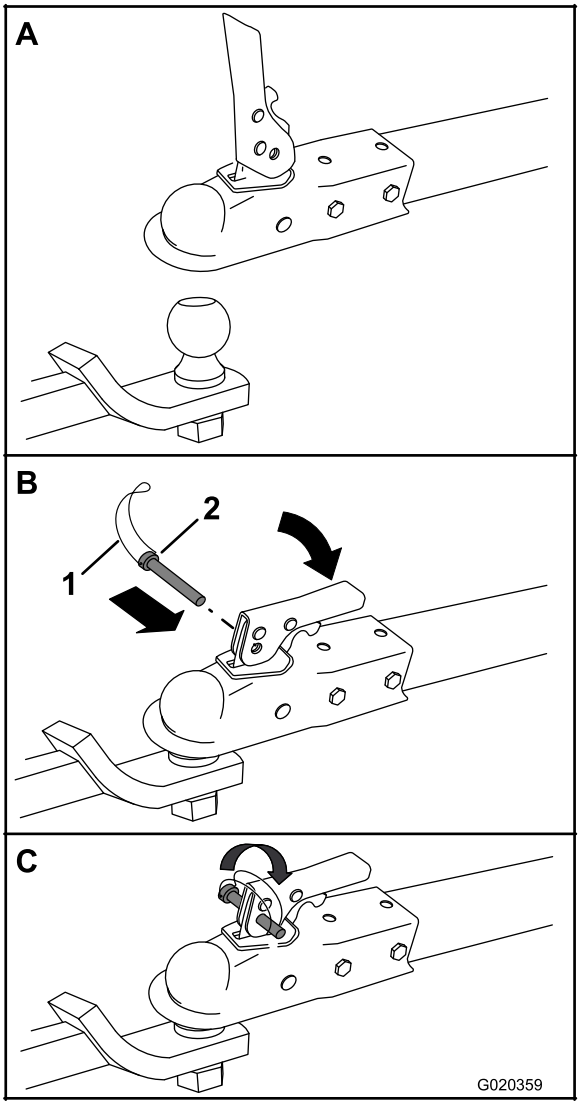

Figure 19
3. Open the coupler latch (Figure 19).
4. Position the coupler on top of the hitch ball (Figure 19).
5. Close the coupler latch (Figure 19).
6. Open the bail on the safety pin, and insert the pin through the hole in the latch (Figure 19).
7. Rotate the free end of the bail over the end of the safety pin that is protruding through the latch (Figure 19).